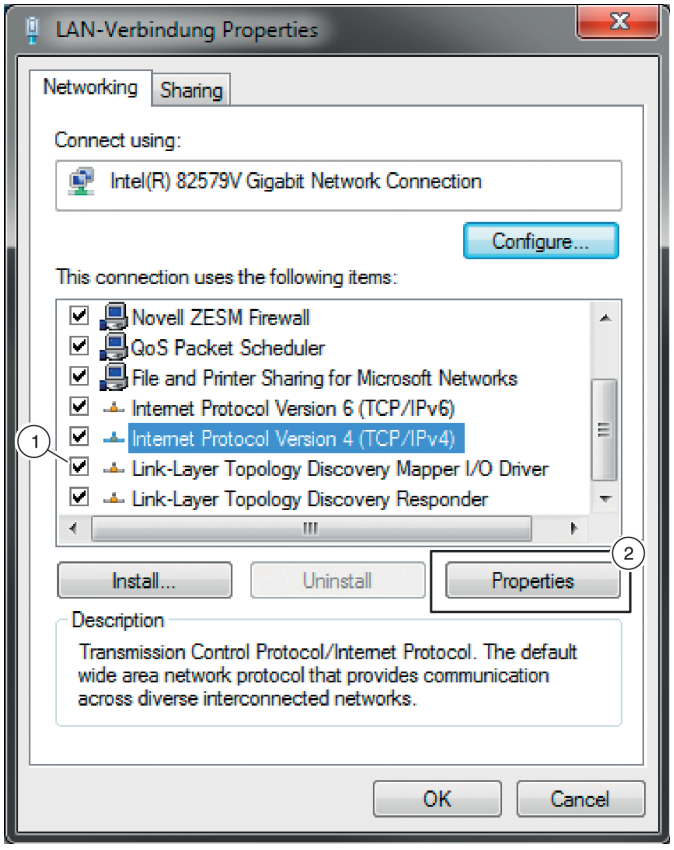

Fig. 40: Local area connection properties
6. ▸ Highlight *'Internet Protocol Version 4 (TCP/IPv4)'* (Fig. 40/1) and select the *'Properties'* (Fig. 40/2) button.
7. ▸ Select the *'Use the following IP address:'* (Fig. 40/1) option, enter the IP address, subnet mask and default gateway and click *'OK'*.